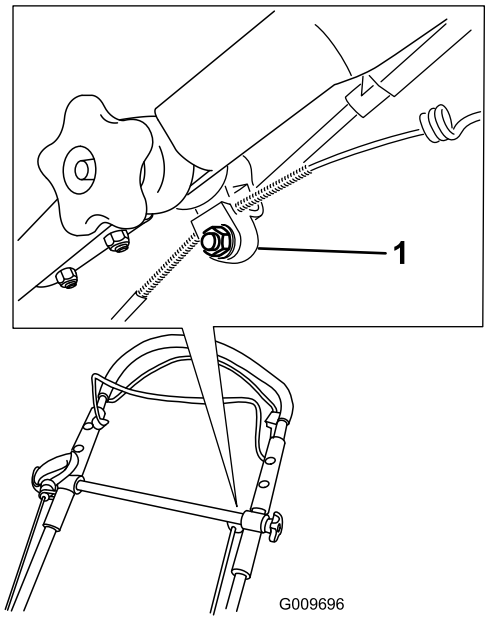

Figur 42
1. Lossa muttern på kabelfästet (Figur 42).